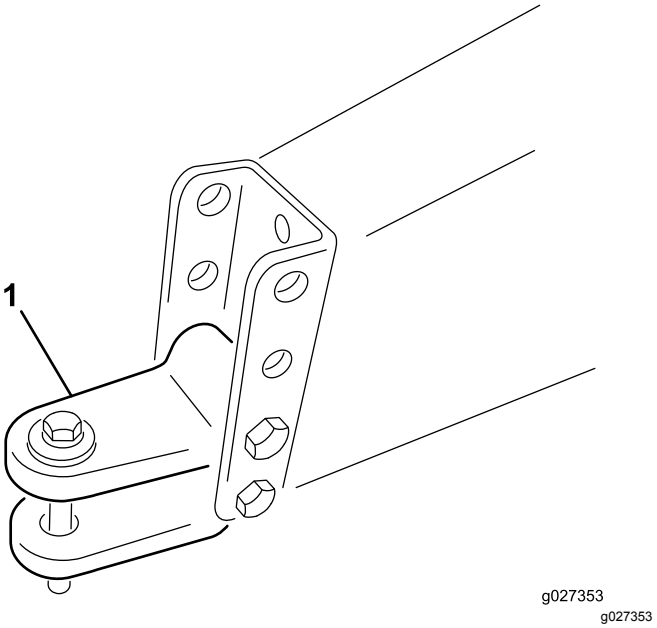

Рисунок 6
A. Отверните болты и контргайки, крепящие вилку сцепного устройства (Рисунок 6) к раме машины.